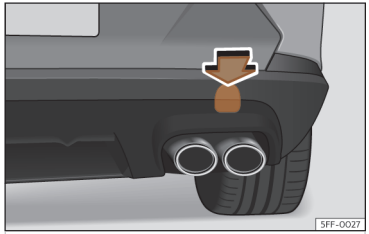

Fig. 203 En el lado derecho del paragolpes trasero: retirar la tapa.
El alojamiento de la argolla de remolque enroscable se encuentra en el lado derecho del paragolpes trasero detrás de una tapa ››› **fig. 203**.
- Presione sobre la zona superior de la tapa ››› **fig. 203** para desencastrarla.